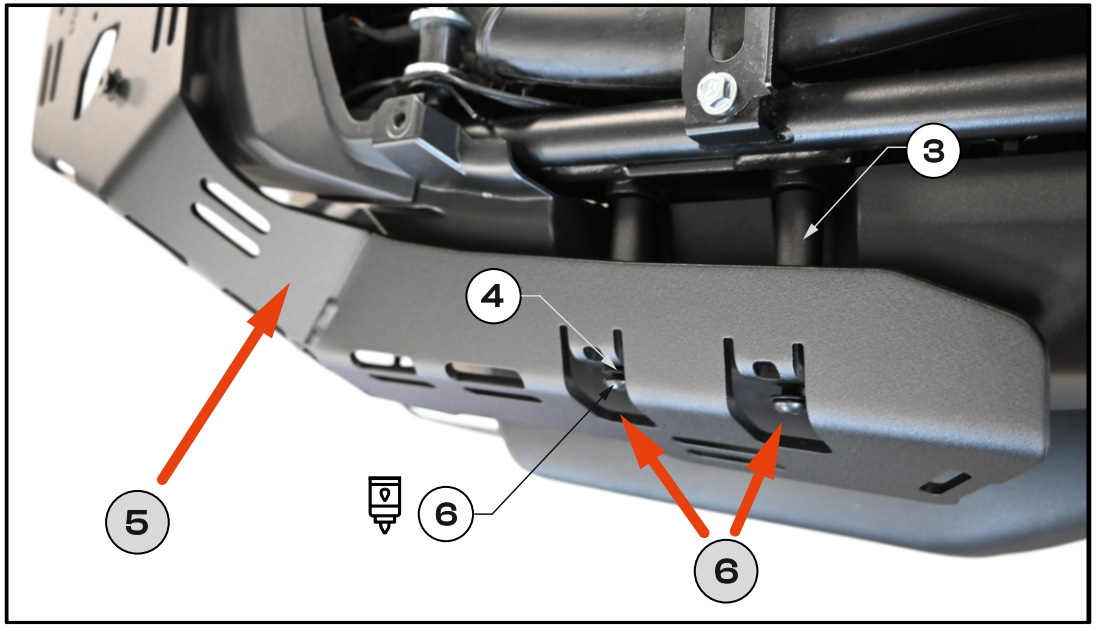
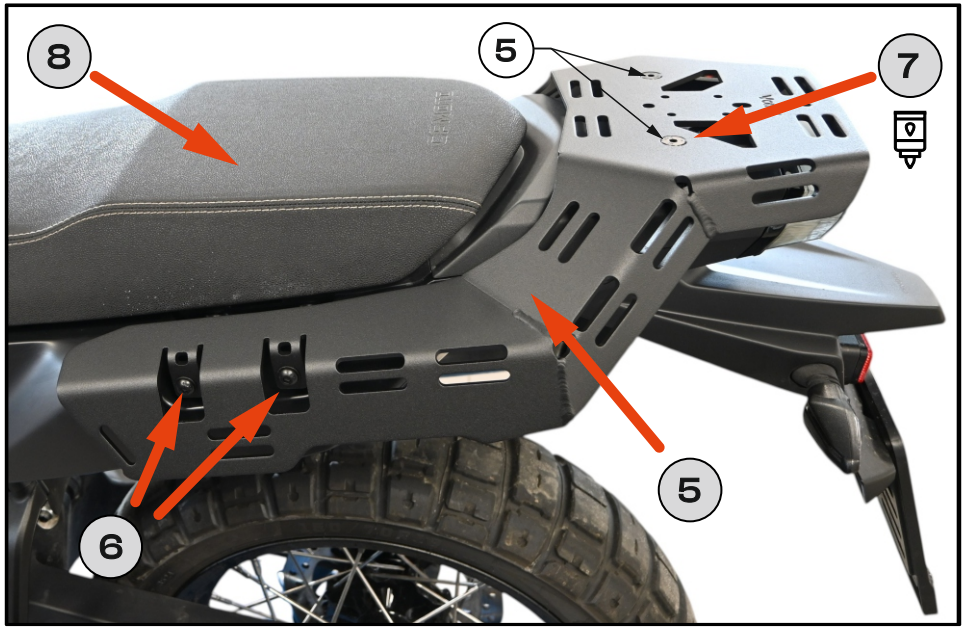

Fig. 7
Fig. 8
5. Instal the Langgage plate. **[Fig. 7] , [Fig. 8]**
6. Instal the spacer sleeves **[3]** and fasten thee langguge plate **[1]** to the motycycle frame using bolts **[6]**, and washer **[4]**. **[Fig. 7] , [Fig. 8]**
7. Fasten theLanggage plate using bolts **[5]** . **[Fig. 7] , [Fig. 8]**
8. Reinstall the seat. **[Fig. 8]**